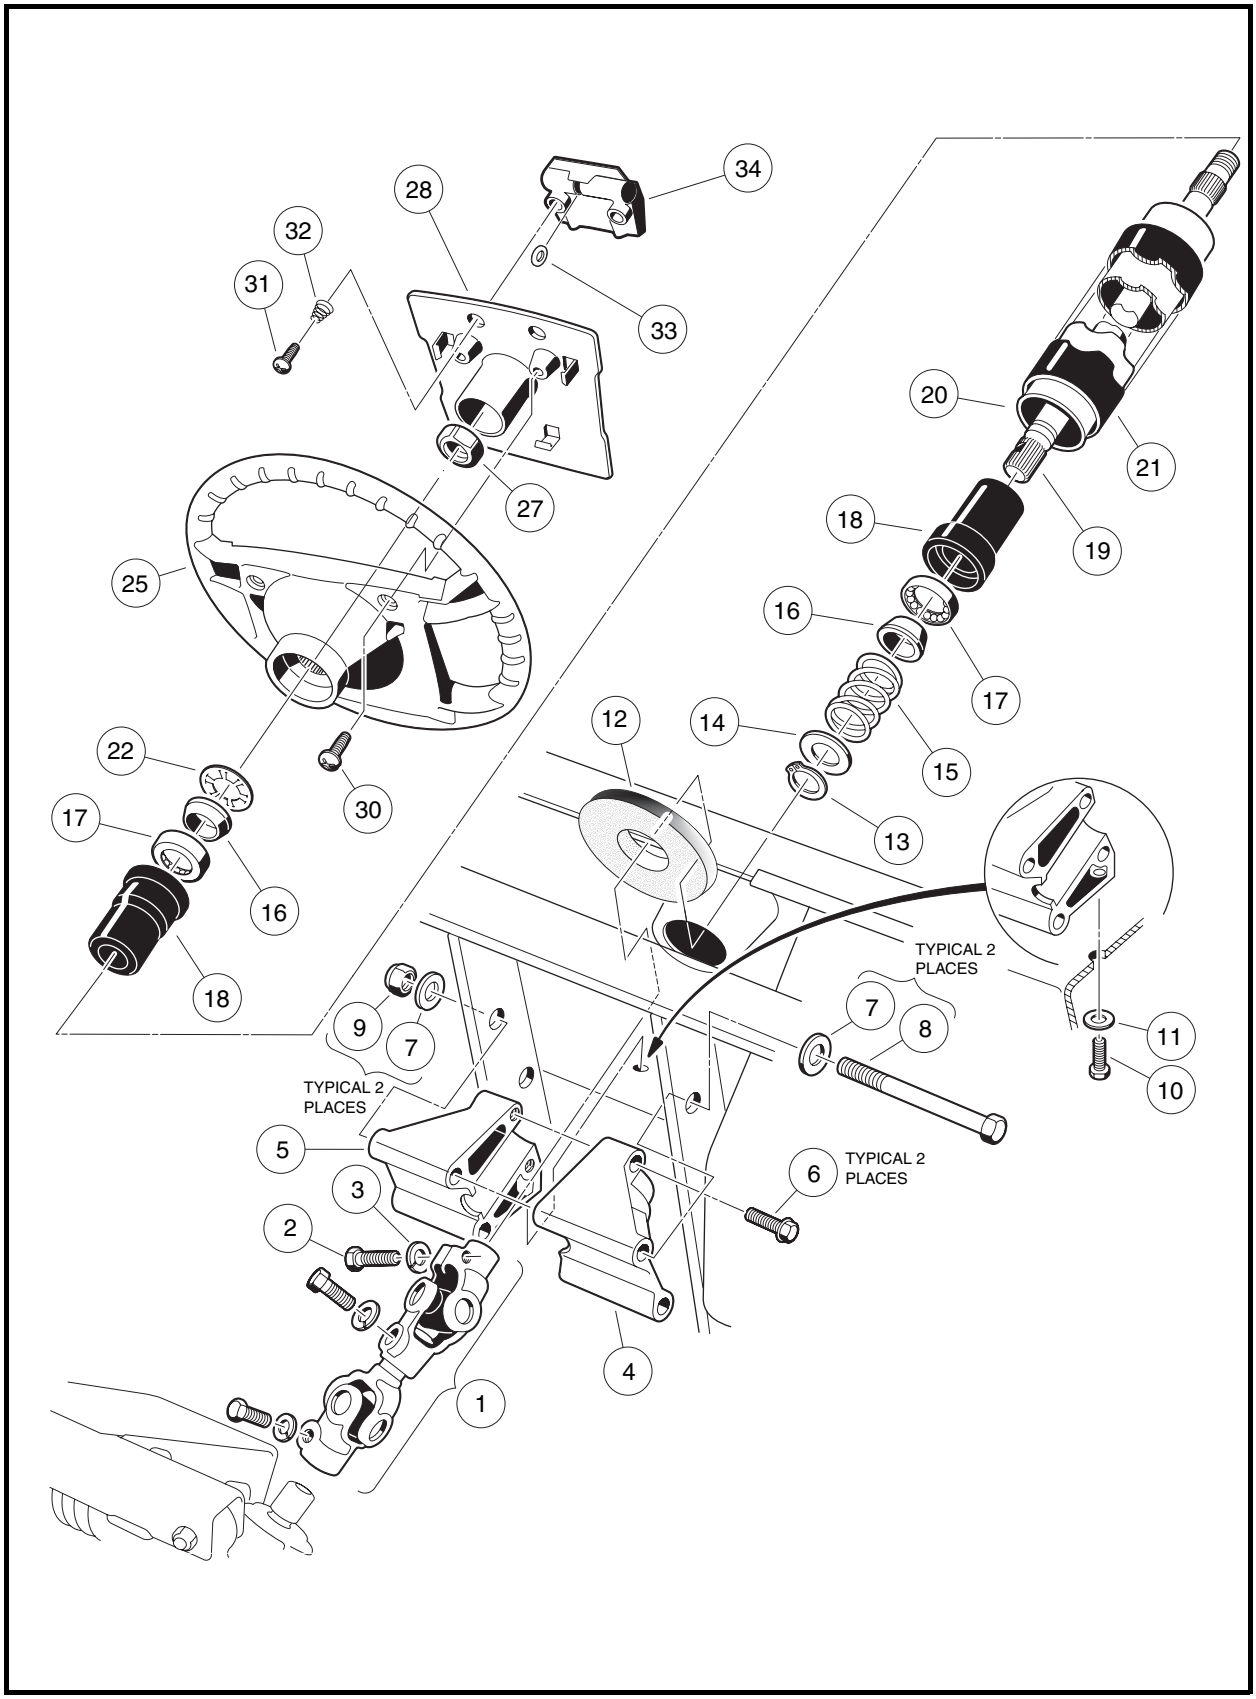

Figure 9-3 Steering Column
2. Remove the two mounting screws (30) and plate (28) **(Figure 9-3, Page 9-3)**.
3. Match mark the steering wheel (25) and steering column shaft (19) so when the steering wheel is removed it can be placed back in exactly the same position on steering column shaft **(Figure 9-3, Page 9-3)**.
4. Loosen the steering wheel nut (27) and back it off approximately 1/4 inch (6 mm). Do not remove the nut **(Figure 9-3, Page 9-3)**.
5.6. Remove the steering wheel nut (27) and the steering wheel (25) from the steering column (20) **(Figure 9-3, Page 9-3)**.
1. Install the steering wheel (25) on the splines of the steering shaft (19). Be sure to align the match marks placed on the wheel and steering column in step 3 above **(Figure 9-3, Page 9-3)**.
2. Install the steering wheel nut (27) and tighten to 13 ft-lb (17.6 N·m).
3. Install the steering wheel plate (28) and plate mounting screws (30) **(Figure 9-3, Page 9-3)**. Tighten screws to 16 in-lb (1.8 N·m).
5. Remove the upper bolt (2) and lock washer (3) from the universal joint **(Figure 9-3, Page 9-3)**.
6. Remove the nuts (9), bolts (8 and 10), and washers (7 and 11) from the steering column mount (4 and 5) **(Figure 9-3, Page 9-3)**.
1. Remove bolts (6) and mounts (4 and 5) from steering column. Remove boot (12) **(Figure 9-3, Page 9-3)**.
2. While supporting steering column (20) on a workbench, remove snap ring (13) from shaft. **See following NOTE.**
4. Insert the shaft (19) from the bottom of the steering tube (20) **(Figure 9-3, Page 9-3)**.
1. Install boot (12). Reinstall mount (4 and 5) onto the end of the steering column. Tighten bolts (6) to 20 ft-lb (27 N·m) **(Figure 9-3, Page 9-3)**.
3. Position the steering column assembly in the vehicle while inserting the steering column shaft into the upper universal joint (1). The flat portion of the steering shaft spline (19) must be aligned with the bolt hole in the universal joint (1) before sliding the spline into the universal joint. While holding the steering column in place, attach it to the frame using bolts (8), washers (7), and nuts (9) **(Figure 9-3, Page 9-3)**. Thread the nuts onto the bolts but do not tighten them.
4. Install washer (11) and screw (10). Tighten to 20 ft-lb (27 N·m) **(Figure 9-3, Page 9-3)**.
5. Install the bolt (2) and lock washer (3) on the upper universal joint and finger-tighten.
6. Tighten the two nuts (9) and bolts (8) to 18 ft-lb (24.4 N·m) **(Figure 9-3, Page 9-3)**.
7. Tighten the bolt (2) on the upper universal joint to 15 ft-lb (20 N·m) **(Figure 9-3, Page 9-3)**.
8. Check the other two bolts of the universal joint (1) to ensure that they are properly tightened to 15 ft-lb (20 N·m) **(Figure 9-3, Page 9-3)**.
5. Remove the bolt (2) and flat washer (3) on the upper universal joint, then remove the rack assembly and universal joint from the vehicle **(Figure 9-3, Page 9-3)**